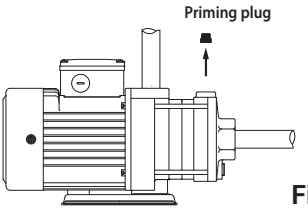
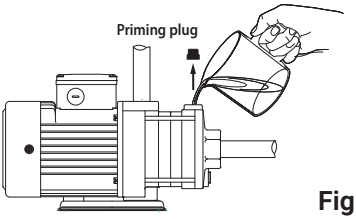

Fig.4
Fig.5
3.1 當泵浦入口高於液面時，首先取下注水塞，將水灌滿泵浦室及吸入側管路，再將注水塞旋緊。而當泵浦入口低於液面時，取下注水塞，讓液體自行流出注水至不含空氣後，再將注水塞旋緊。如圖 Fig.4、Fig.5。